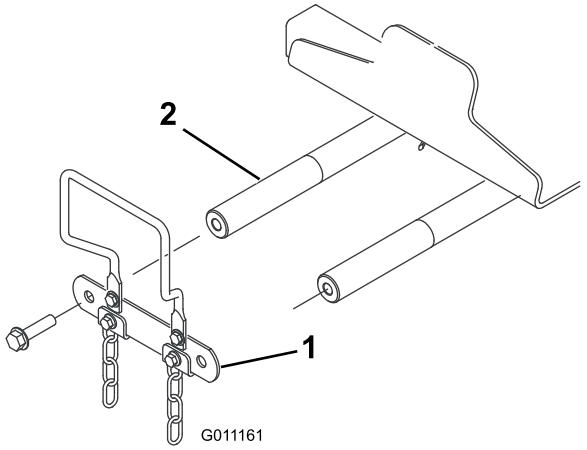

Figur 13
1. Fjern de to boltene som fester løftearmens svingakselledd til løftearmens svingaksler, og fjern og oppbevar løftearmens svingakselledd og bolter (Figur 13).